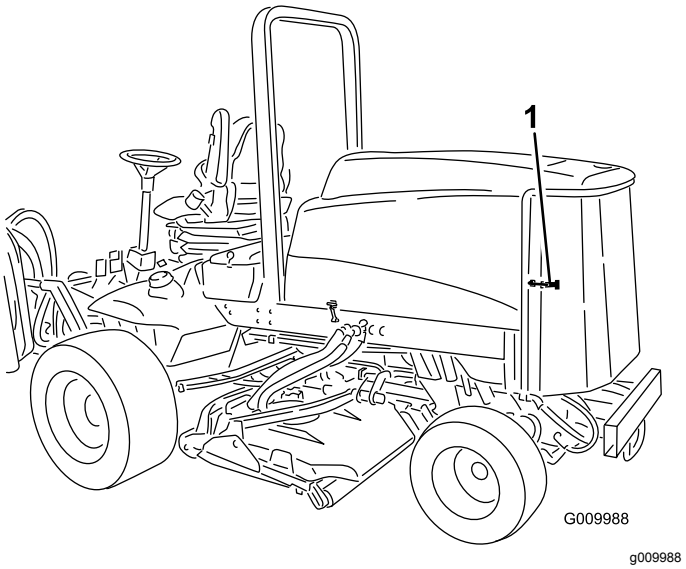

**Figur 78**
1. Frigör och sväng upp bakpanelen (Figur 78).